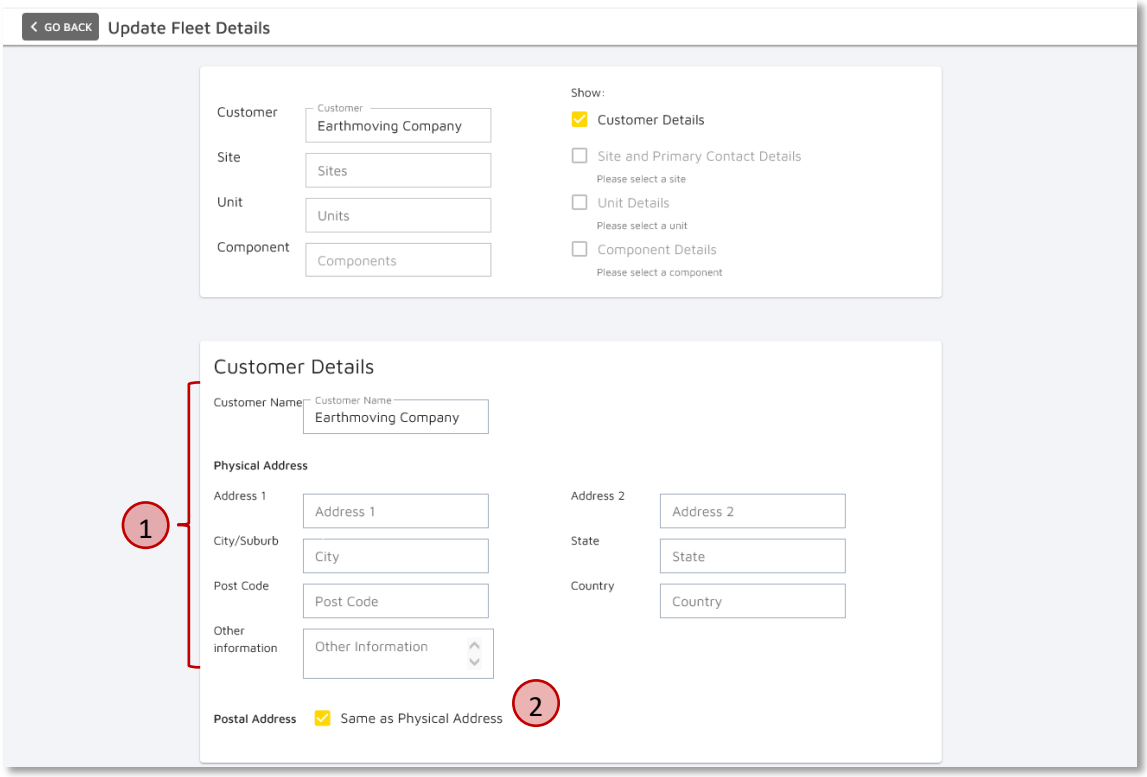

Figure 8.3 Update Details – Customer
Customer details relating to customer name and address is available for update (① in Figure 8.3). We can update any fields as required. If the postal address is the same as the physical address, we can select the **same as physical address** button (② in Figure 8.3), which will copy all information across.
The site details section is very similar to what we saw for the customer (Figure 8.3), although this will relate to the operating site of the machine.